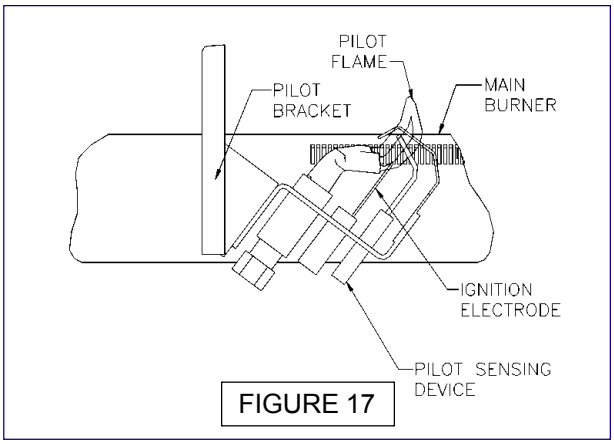

FIGURE 17
C. La flamme de la veilleuse doit envelopper de 3/8"(.95cm) à ½" (1.27cm) l'extrémité du dispositif sensitif de la veilleuse. (Voir la figure 17.)